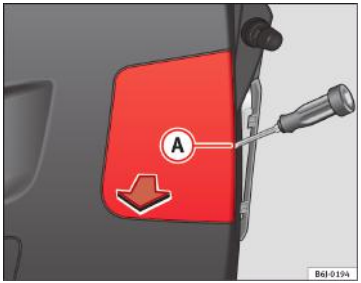

Fig. 171 Lămpile de pe hayon
– Scoateți capacul cu o şurubelniță plată, plasând-o în fanta Ⓐ ⇒ fig. 171. ■